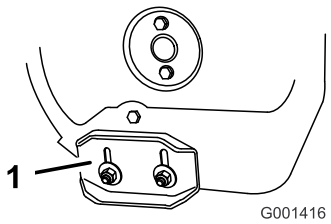

**Figure 43**
3. Loosen the nuts that secure both skids to the auger sides until the skids slide up and down easily (Figure 43).